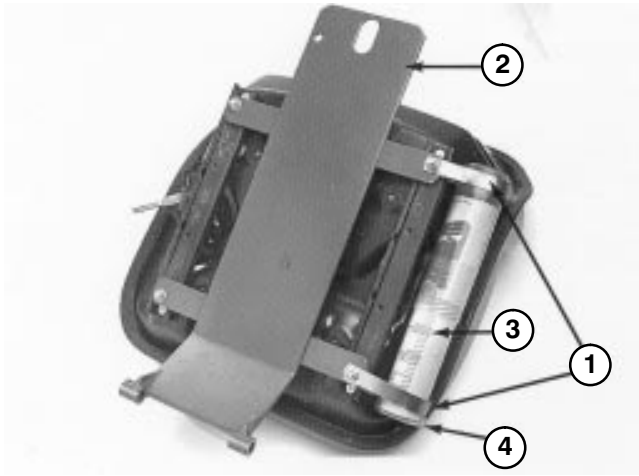

Figure 4
5. Loosely secure (2) R−clamps to right side of seat bottom with (2) capscrews and flatwashers supplied in kit (Fig. 4). Install manual tube into R−clamps and tighten capscrews (Fig. 4).